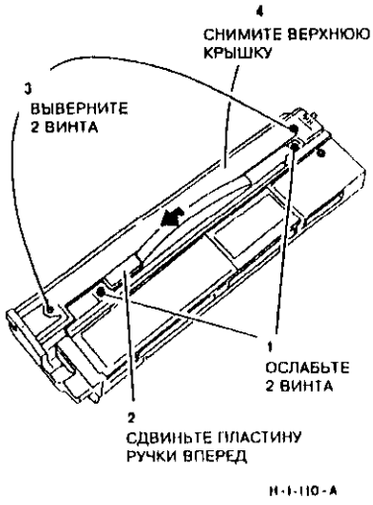

Рисунок 2. Снятие крышки
1. (Рисунок 2) Снимите с нового узла проявления верхнюю крышку.